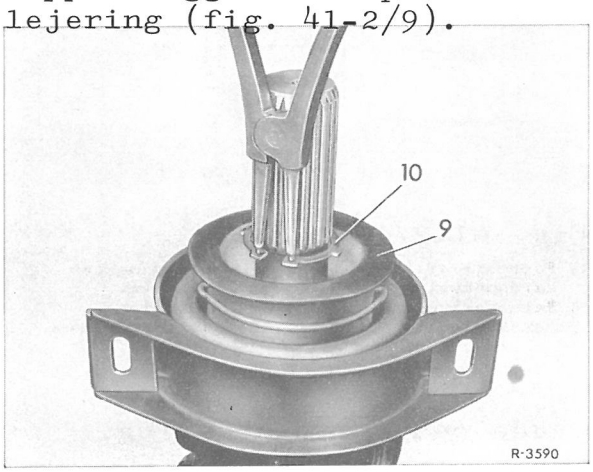

Fig. 41-2/9
12 Gummimanchetten (3) trækkes over kardangaflens stråler. Herunder må det påses, at manchetten sidder rigtig på det lille tværsnit (fig. 41-2/1 og 2).